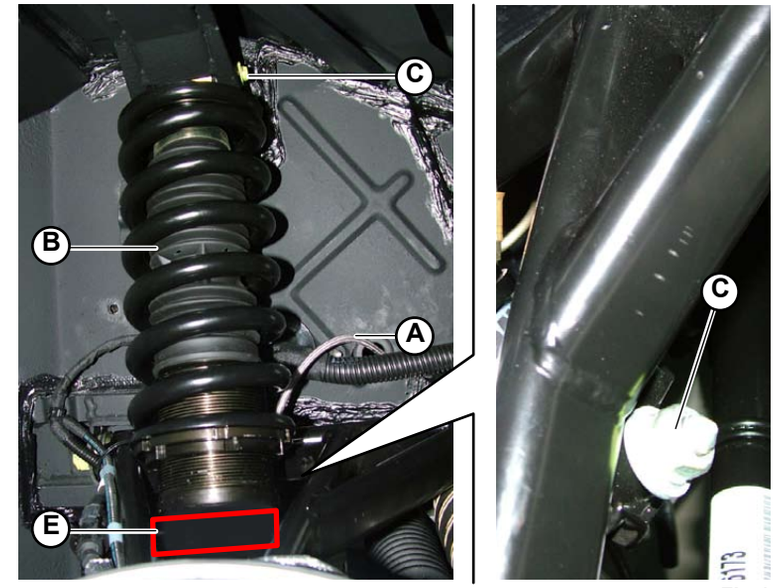

Fig.1
2. Free the shock absorber (**B-Fig.1**) on the wheel by unscrewing the two bolts (**C-Fig.1**) (one upper and one lower).